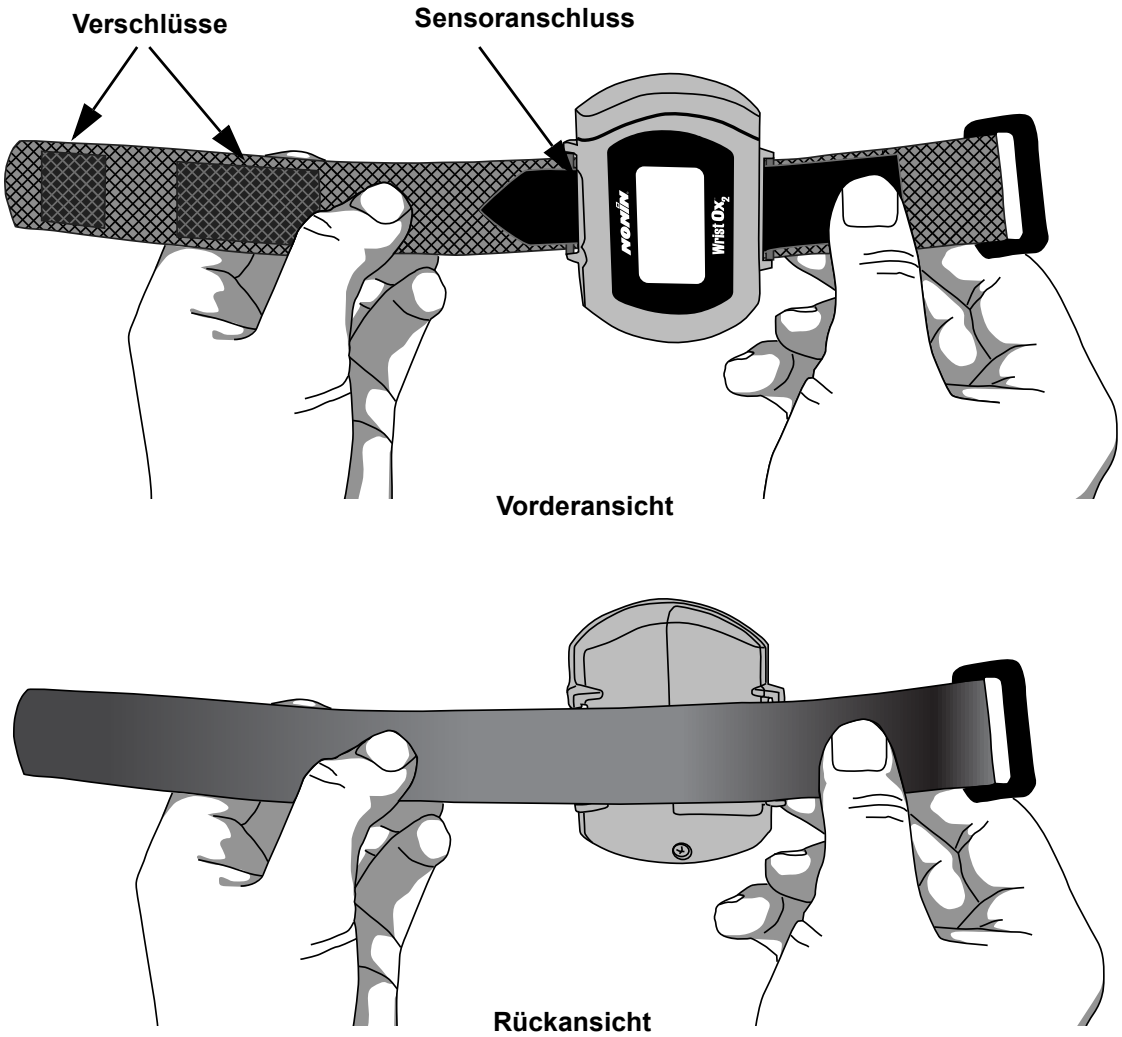

Abbildung 9: Gerät mit angebrachtem Handgelenkband zur Mehrfachanwendung (Vorder- und Rückansicht)
In den Abbildungen 7 und 8 ist dargestellt, wie das Handgelenkband zur Mehrfachanwendung am Gerät befestigt wird. Abbildung 9 zeigt die Vorder- und Rückansicht des angebrachten Handgelenkbandes.
1. Sicherstellen, dass das Handgelenkband richtig am Gerät angebracht wurde (Abbildung 9). Falls das Handgelenkband nicht am Gerät befestigt ist, muss es gemäß den Anweisungen im Abschnitt „Anbringen des Handgelenkbandes“ befestigt werden.